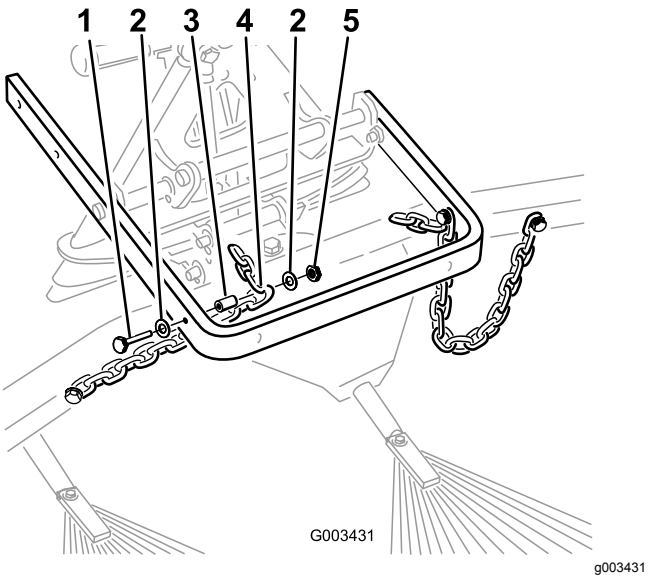

Figur 10
8. Fäst kedjornas tredje länk på utsidan av lyftarmen (Figur 10) med en skruv (⅜ x 2 ½ tum), två brickor (⅜ x ⅞ tum), en distansbricka och en mutter (⅜ tum).